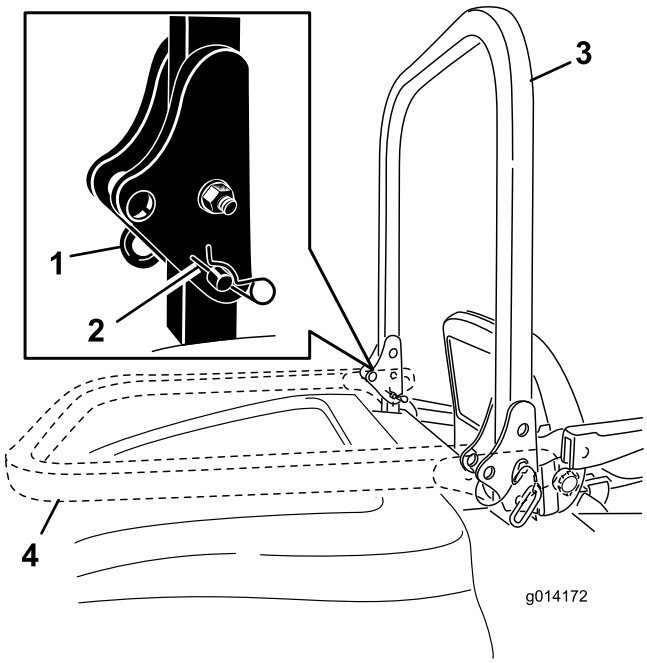

Figur 10
1. Fäll ned störtbågen genom att lossa hårnålssprintarna, föra störtbågen framåt mot fjädrarna och lossa de två tapparna (Figur 10).
2. Sänk ned störtbågen till nedfällt läge (Figur 10).
3. Sätt tillbaka de två tapparna och säkra dem med hårnålssprintarna (Figur 10).
4. Fäll upp störtbågen genom att lossa hårnålssprintarna och ta bort de två tapparna (Figur 10).
5. Fäll upp störtbågen till upprätt läge, sätt i de två tapparna och spärra dem med hårnålssprintarna (Figur 10).